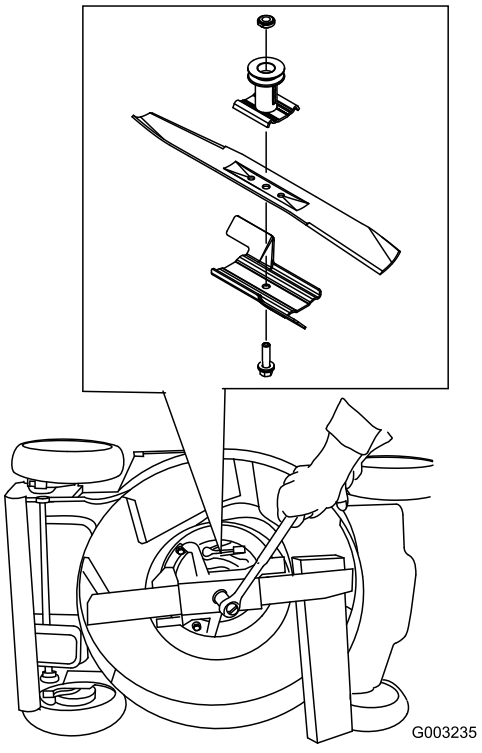

Figure 28
3. Use a block a wood to hold the blade steady (Figure 28).